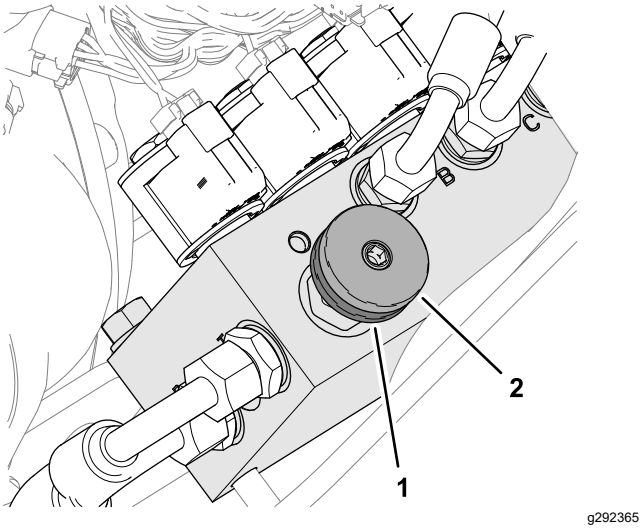

**Figur 37**
**For at aktivere vægtoverførsel:** Mængden af vægtoverførsel kan varieres til at passe til driftsbetingelser ved at dreje håndhjulet for vægtoverførsel (Figur 37) som følger:
1. Løsn ventilens låsemøtrik 1/2 omgang mod uret, og hold den dér (Figur 37).
2. Drej ventilens håndhjul (Figur 37) mod uret for at reducere vægtoverførsel og med uret for at øge vægtoverførsel.